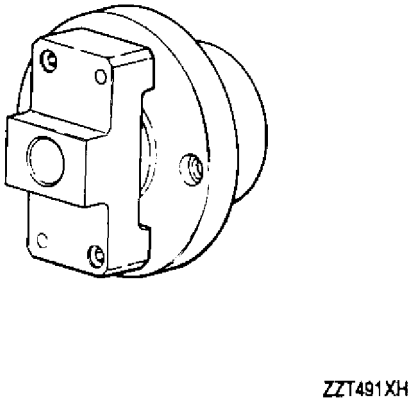

Figure 2. 6799697 Compressor Side Gear Internal Spline Broach Fixture
a. Mount the side gear in the 6799697 side gear internal spline broach fixture (figure 2).